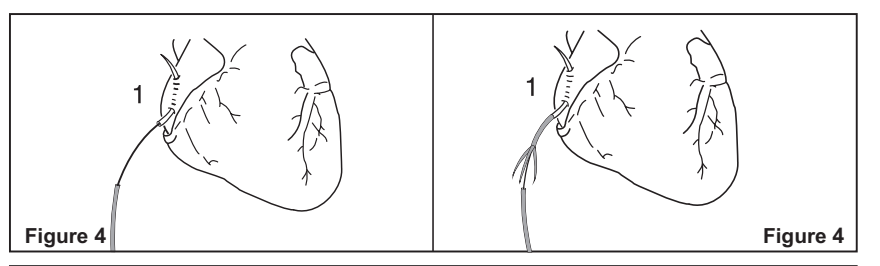
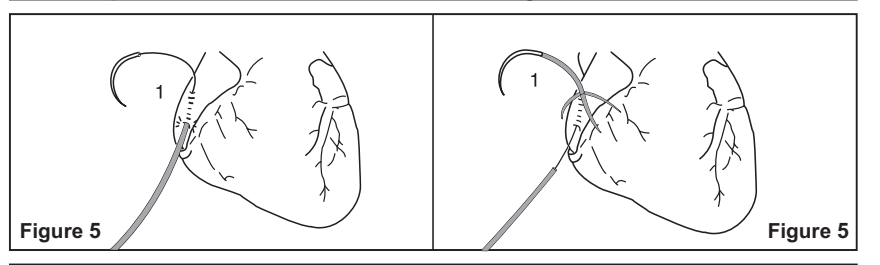

Figure 4 Figure 4
Figure 5 Figure 5
The color of the insulation on the body of the pacing wire can be used for identification purposes. **See Figure 4** for atrial (**designation 1**) usage.
1. Insert the curved needle through the myocardium (**see Figure 4**) in a direction so that the entry point of the pacing wire into the heart can subsequently align with the exit in the chest. This method may facilitate retraction of the temporary pacing wire. Proper positioning of the electrode in or on the myocardium is important (**see Figure 5**).
La couleur de l'isolation du corps du fer packing peut être utilisée dans l'objectif de définition. Se conférer à la **Figure 4** pour l'utilisation atriale (**mention d'expression 1**).
1. Enfoncer l'aiguille inclinée dans un sens d'alignement avec la voie de sortie de la poitrine après le point d'entrée au cœur du fer de packing par l'intérieur du myocarde (**se conférer à la figure 4**). Cette méthode peut assurer de la facilité pour tirer en arrière le fer de packing provisoire. Il est important que l'électrode soit positionnée de manière convenable à l'intérieur ou sur le myocarde (se conférer à la **Figure 5**).